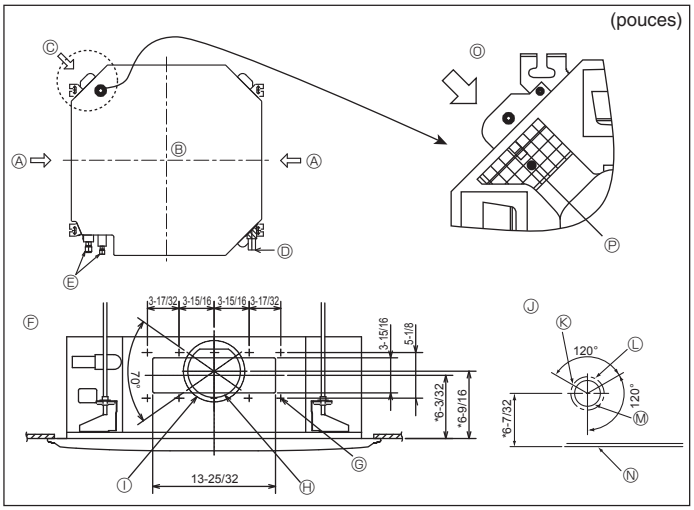

Fig. 3-4
3.4. Orifice pour le tuyau d'embranchement et orifice pour l'arrivée d'air frais (Fig. 3-4)
Lors de l'installation, utiliser les orifices des tuyaux (coupés) dont les positions sont indiquées dans les Fig.3-4, en cas de nécessité.